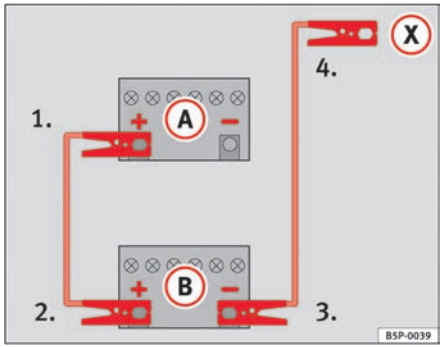

Fig. 197 How to connect the jump leads
⇒ fig. 197 (A) shows the flat battery and (B) the charged battery.
1. Connect one end of the red jump lead to the positive ⇒ fig. 197 (+) terminal of the vehicle with the flat battery ⇒ ⚠.
4. Connect the other end of the black jump lead (X) to a solid metal component which is bolted on to the engine block, or onto the engine block itself of the vehicle with the flat battery. Do not connect it to a point near the battery ⇒ ⚠.